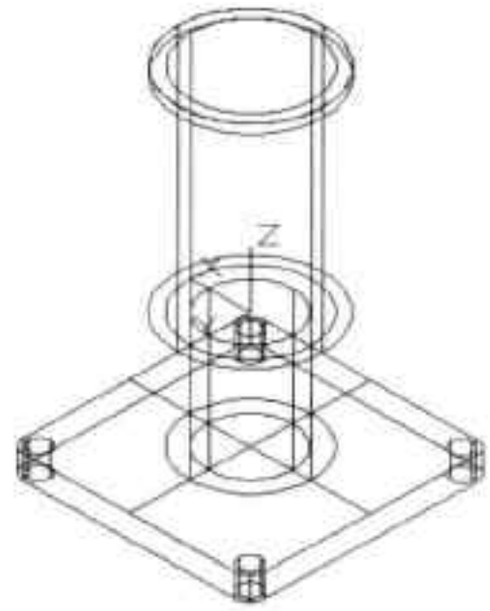

图13-59 绘制圆柱体
Step12 执行“圆柱体”命令，将圆柱底面圆心坐标设为（0，0，70），然后绘制直径 48mm、高3mm的圆柱体，如图13-59所示。